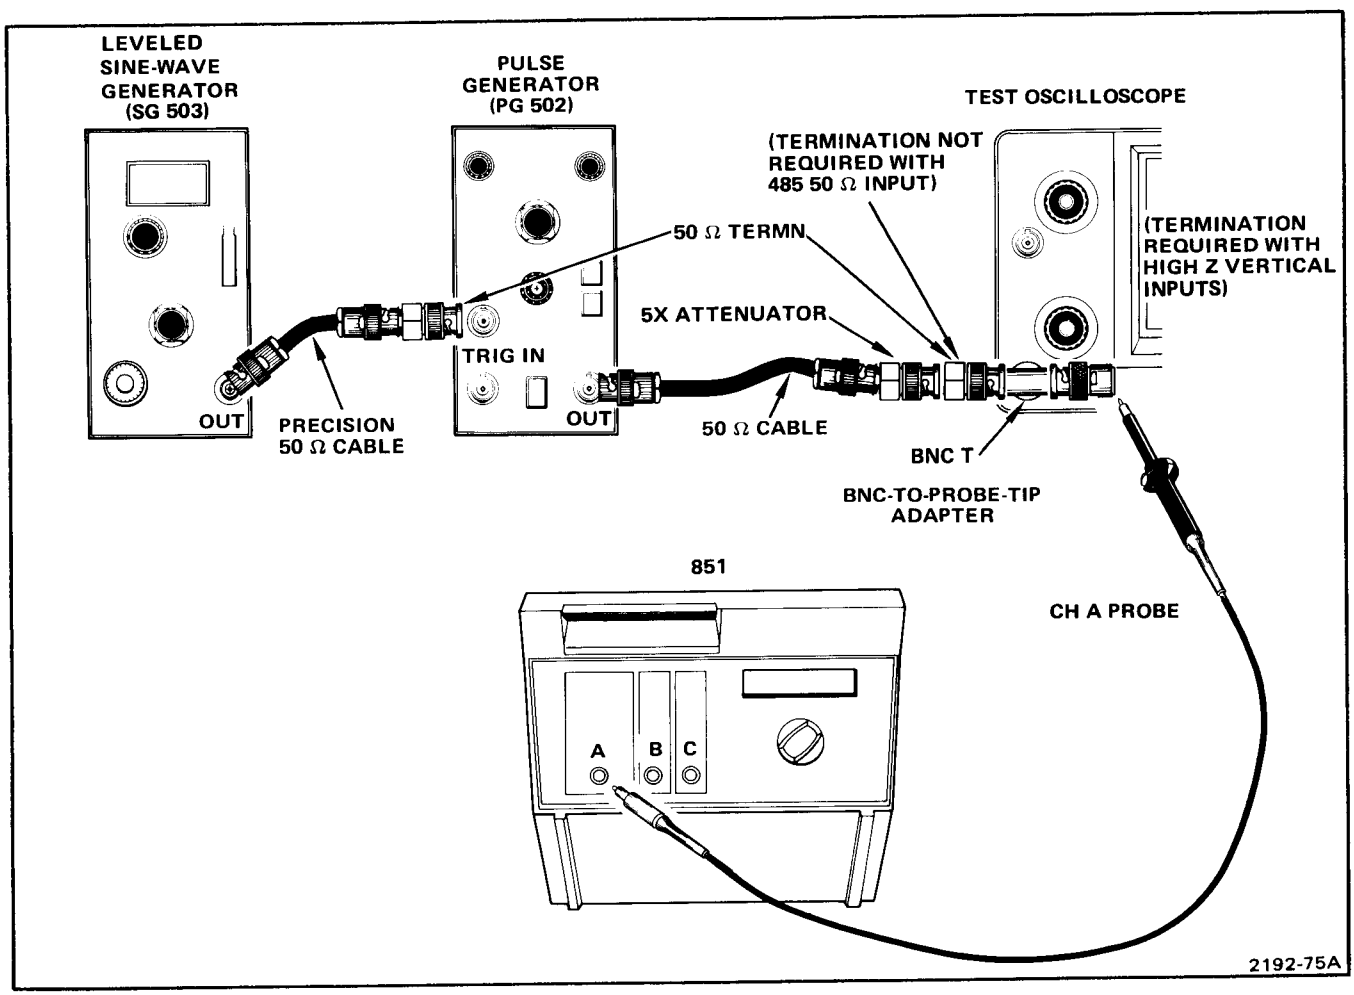

Fig. 3-9. Test equipment setup for CHANNEL A 14 ns sensitivity check.
a. Connect test equipment as shown in Fig. 3-9.